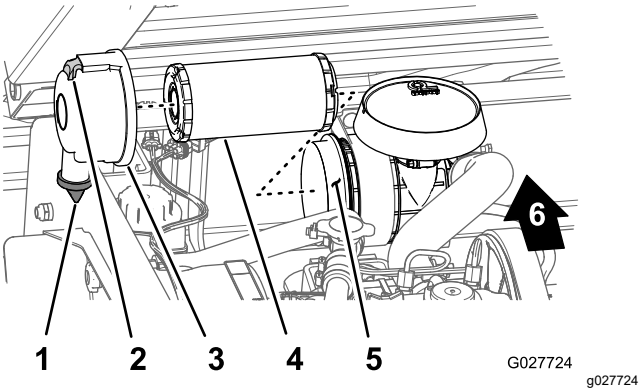

Figur 35
2. Kontroller om luftfilterhuset er skadet, noe som kan forårsake en luftlekkasje (Figur 35).
3. Trekk låsen utover, og drei luftfilterdekslet mot klokken (Figur 35).
5. Skyv luftfilterelementet forsiktig ut av luftfilterhuset (Figur 35) for å redusere mengden støv som kommer ut.
1. Rengjør smussutstøtningsporten på luftfilterdekslet (Figur 35).
2. Fjern uttaksventilen i gummi fra dekslet, rengjør hulrommet og skift ut uttaksventilen (Figur 35).
3. Sett inn luftfilterelementet i luftfilterhuset ved å påføre trykk på den utvendige kanten av elementet for å sette det på plass i luftfilterhuset (Figur 35).
4. Innrett luftfilterdekslet med luftfilterhuset med gummiutløpsventilen i en nedadvendt stilling – mellom urviserposisjonene ca. kl. 5 og 7 sett fra enden (Figur 35).
5. Monter dekslet til huset med låsene (Figur 35).